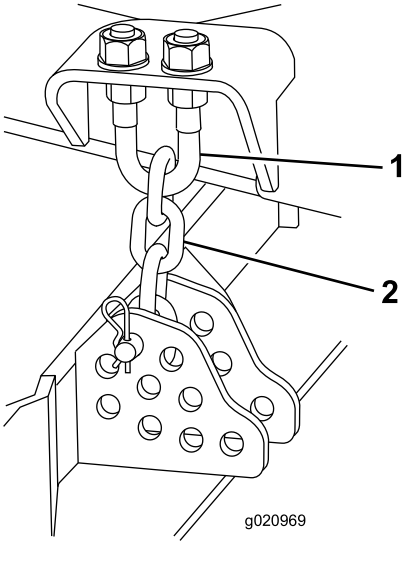

Figur 104
3. Ta bort den hårnålssprint och sprintbult som håller fast klipphöjdskedjorna på klippenhetens bakre del (Figur 104).